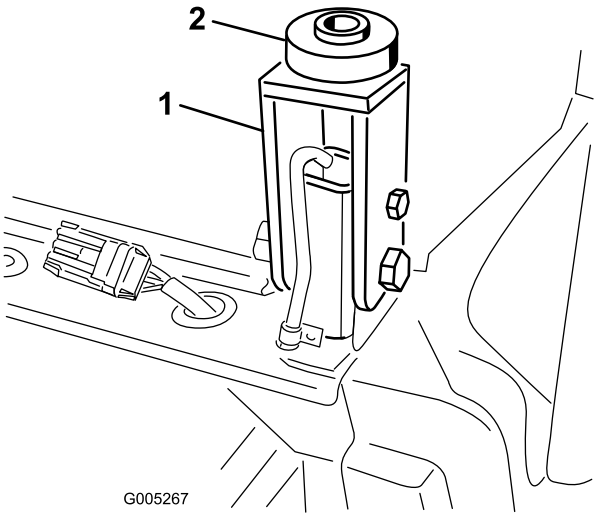

Figur 112
35. Sæt et gummibeslag på hver førerhusmontering på de bageste monteringsplaceringer (Figur 112).